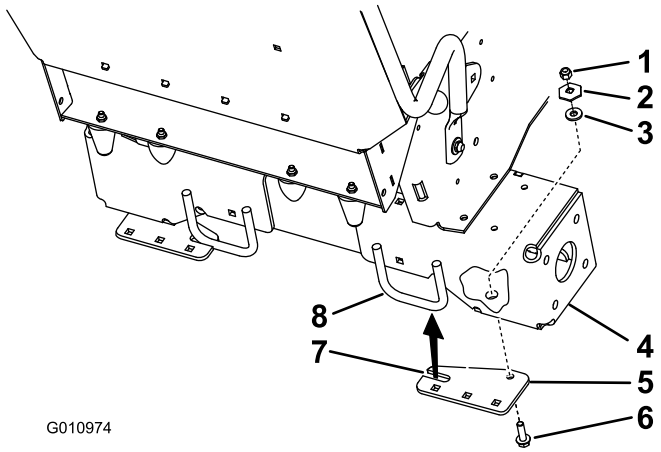

Figure 1
1. Install the hinge plate to the bottom of the mower near the rear wheels with 2 bolts (3/8 x 1-1/4 inches), large lock washer, (3/8 inch), washer and 2 locknuts (3/8 inch) (Figure 1).